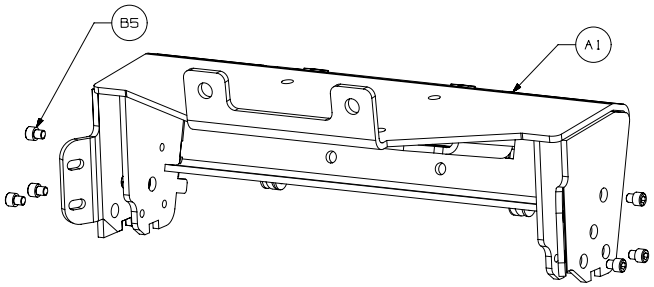

Figure 2
4. Use tap to clean treads in plow mount of any paint build up. Install fasteners (B5) in plow mount. See figure 2.